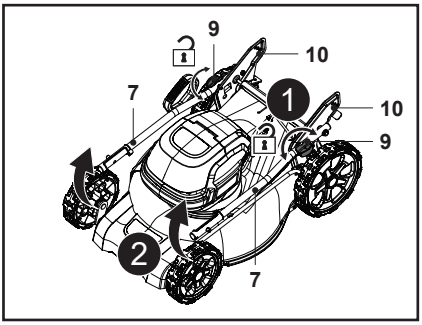

Fig. 1
2. Afloje el bloqueo del manillar (9) 90° hacia la izquierda o hacia la derecha y despliegue la barra inferior del manillar (7) (Fig. 1).